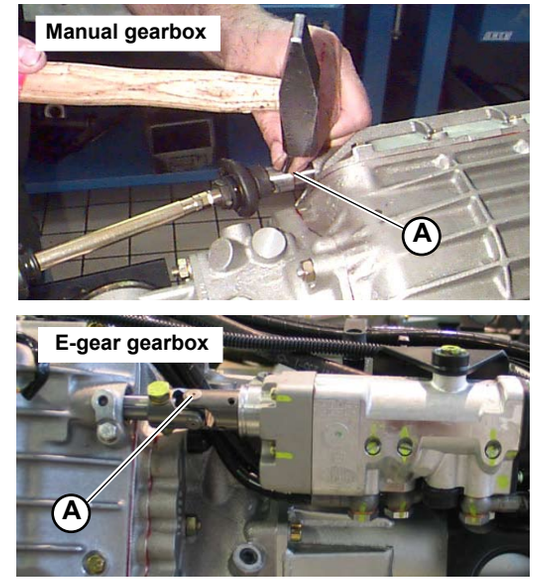

Fig.13
- Introduce the connecting pin between the gear control rod on the gearbox and the shift lever device output rod by tapping with a hammer (**A-Fig.13**).